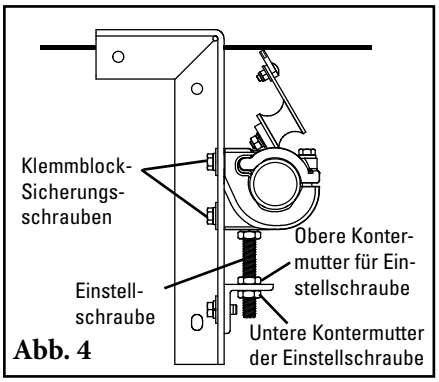
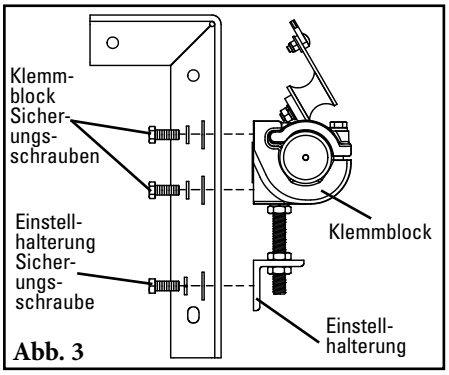

Abb. 4
Abb. 3
3. **Die Steckachse einsetzen.** Den oberen Bügel des Klemmblocks an der Zugangsseite des Förderers entfernen und an der gegenüberliegenden Seite die Schraube des Klemmblocks lösen. Die Steckachse verschieben und in den gelösten Klemmblock schieben und nahe dem Steckachsenende im unteren Abschnitt des Klemmblocks (Abb. 3) positionieren. Den oberen Bügel wieder am Klemmblock positionieren, die Klingen am Band zentrieren und beide Schrauben des Klemmblocks jeweils handfest anziehen.
4. **Den Klingenwinkel einstellen.** Unter Verwendung des Neigungsmessers die Klingen auf den voreingestellten Winkel (Abb. 3) drehen und die Steckachse durch gleichmäßiges Festziehen der Schrauben des Klemmblocks in Einbaulage sichern. **HINWEIS:** Sicherstellen, dass es bei Durchführung dieser Ausrichtarbeiten zu KEINEM Kontakt zwischen der Klinge und dem Band kommt. Falls Kontakt besteht, ist die Steckachse durch Lösen der Klemmblockschrauben abzusenken und die Position der oberen Kontermutter der Einstellschraube entsprechend zu erhöhen (Abb. 4). Falls kein Kontakt zwischen den Klingen und dem Band besteht, diesen Schritt wiederholen.
5. **Die Spannung der Klinge einstellen.** Alle Sicherungsschrauben des Klemmblocks leicht lösen und die untere Kontermutter der Einstellschraube an beiden Seiten um 4-5 Umdrehungen nach unten schrauben (Abb. 4). Die oberen Kontermuttern der Einstellschrauben nach unten drehen, bis entlang der gesamten Länge des Abstreifers leichter Kontakt zwischen den Klingen und dem Band besteht. Beide oberen Kontermuttern der Einstellschrauben eine weitere Umdrehung drehen und die beiden unteren Kontermuttern der Einstellschrauben festziehen. Alle Sicherungsschrauben der Klemmblöcke festziehen. Erneut prüfen, ob alle Schrauben und Muttern am Abstreifer fest sitzen.
3. **Die Steckachse einsetzen.** Die Steckachse an den Montagewinkeln wieder in die Einbaulage schieben und hierbei die am Winkel und Klemmblock angebrachten Markierungen zueinander ausrichten. Die beiden Sicherungsschrauben der Einstellhalterung eindrehen und festziehen. Die vier Sicherungsschrauben des Klemmblocks handfest anziehen (Abb. 3).